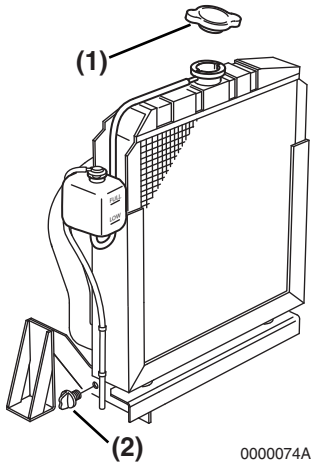

Figure 5-16
2. Remove the radiator cap **(Figure 5-16, (1))**.
3. Remove the drain plug or open the drain cock **(Figure 5-16, (2))** at the lower position of the radiator and drain the engine coolant.